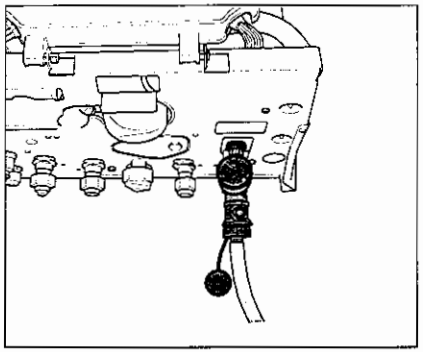

afb. 23 CV-installatie vullen
- Sluit de slang aan op de vulkraan van het toestel (afb. 23).